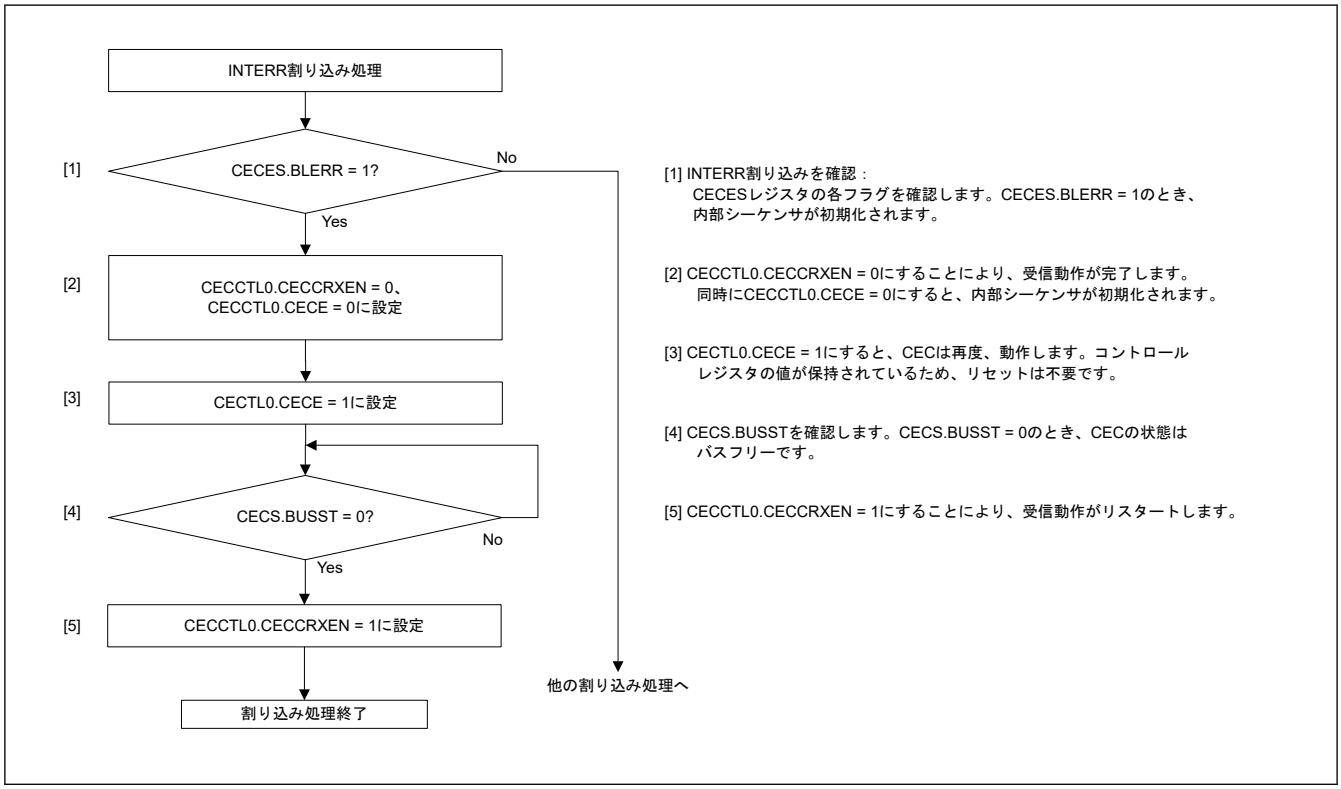

図 31.52 バスロックエラー発生時の INTERR 割り込み処理フローの例
- INTERR 割り込みの原因がバスロックエラー (CECES.BLERR = 1) の場合、INTERR 割り込み処理において、いったん CECCTL0.CECE を 0 にクリアして、CEC 送受信回路の内部シーケンサを初期化します。次に、CECCTL0.CECE を再び 1 にします。CECCTL0.CECE が 0 にクリアされても CEC レジスタはリセットされません。バスロックエラー発生時の INTERR 割り込み処理フローの例については、図 31.52 を参照してください。